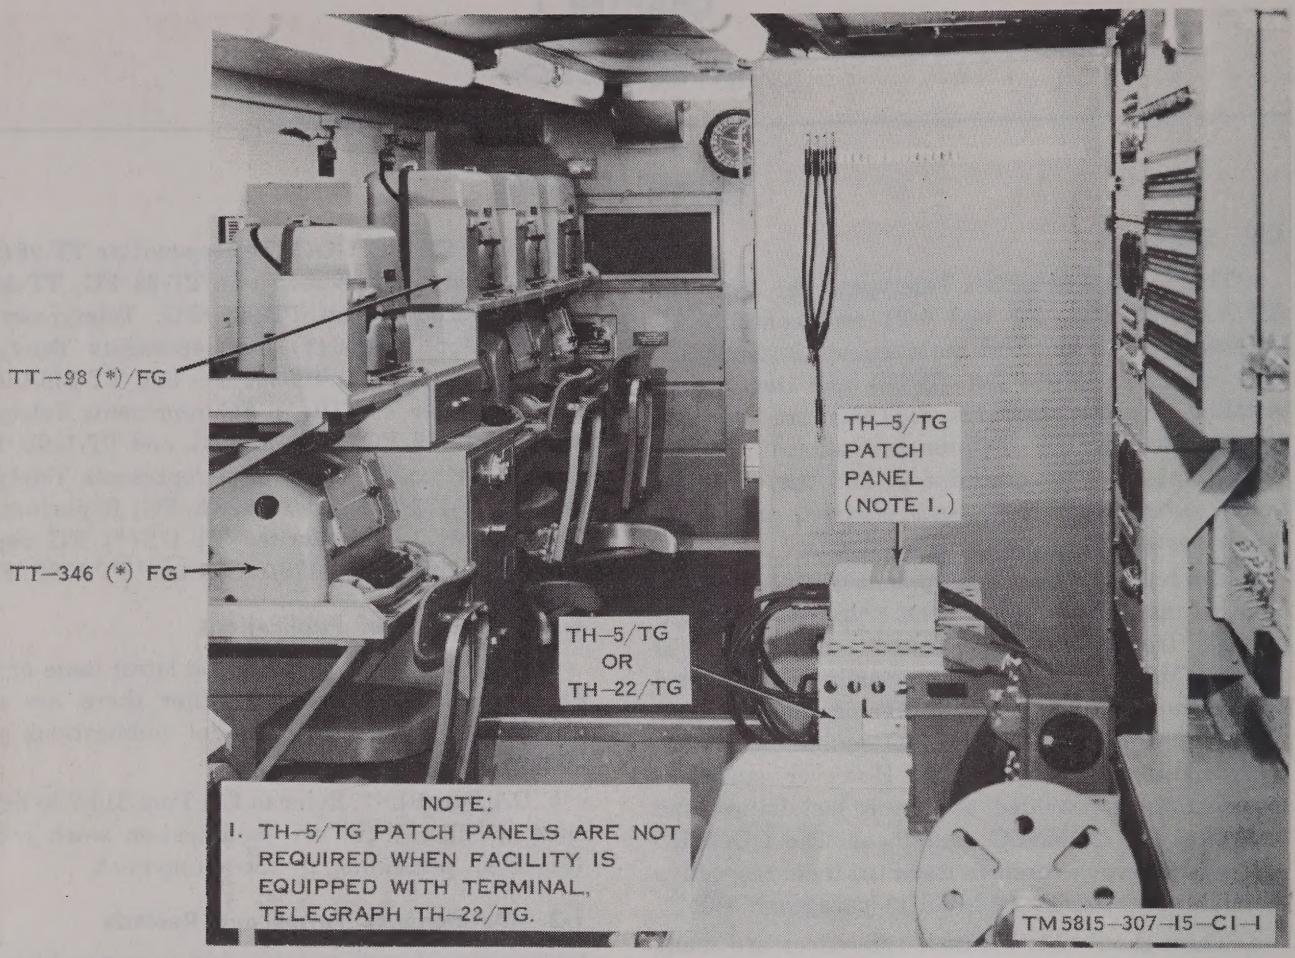

Figure 1-1. AN/MGC-22, looking forward, showing receive positions.
a. This manual describes Teletypewriter Terminal AN/MGC-22 (fig. 1-1 and 1-2) and contains installation, operation, and maintenance instructions. The basic issue items list (BIIL) and items troop installed or authorized list (ITIAL) are included as appendix B. The maintenance allocation chart (MAC) appears as appendix C, and the organizational, direct support, general support, and depot repair parts lists appear as appendix D.
(Fig. 1-1 and 1-2.)